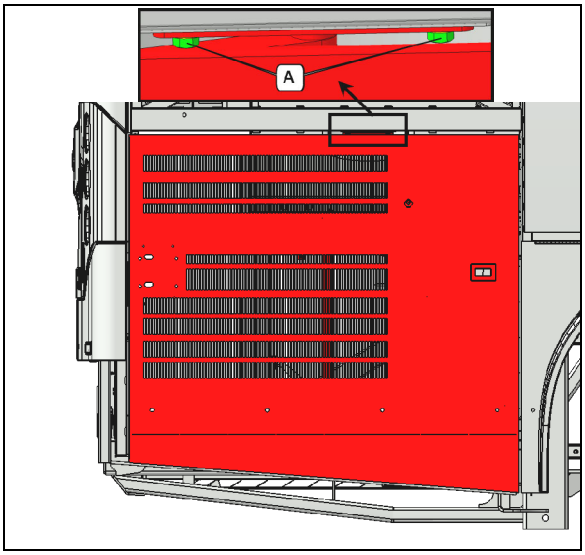

FIGURE 53
2. Make sure bolts A are tight (**FIGURE 53**).